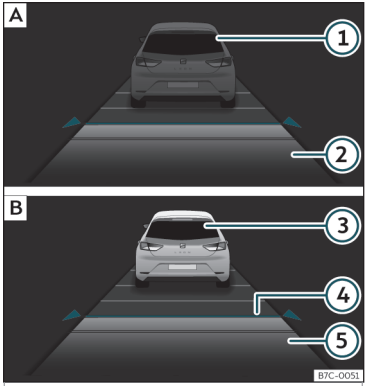
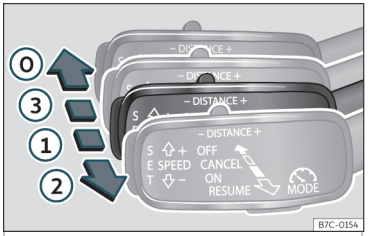
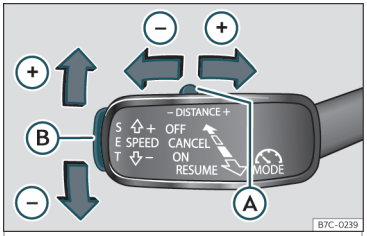

Fig. 215 En la pantalla del cuadro de instrumentos: A ACC inactivo (Standby). B ACC activo.
Fig. 217 A la izquierda de la columna de la dirección: tercera palanca para manejar el control adaptativo de velocidad.
Fig. 218 A la izquierda de la columna de la dirección: tercera palanca para manejar el control adaptativo de velocidad.
Indicaciones en la pantalla >>> **fig. 215**:
Cuando el ACC está conectado, en el cuadro de instrumentos se ilumina el testigo de control verde y en la pantalla se muestra la velocidad programada y el estado del ACC ››› **fig. 215**.
- Para activar el ACC mueva la tercera palanca a la posición **ON** ››› **fig. 217** ①. En este momento el ACC no está activo ni hay velocidad programada. »
• A continuación pulse la tecla **SET** ››› **fig. 218** Ⓑ o desplace la palanca a la posición **RESUME** ››› **fig. 217** ②. En este momento se activa el ACC, se programa la velocidad actual y la distancia. La imagen del cuadro pasará a modo *Activo* ››› **fig. 215** B.
• Para programar la velocidad desplace la tercera palanca hacia arriba ⊕ o abajo ⊖ hasta la velocidad deseada ››› **fig. 215** ⑥ . El ajuste de la velocidad se realiza en intervalos de 10 km/h (6 mph).
• En caso de que se desee incrementar la velocidad en intervalos de 1 km/h (0,6 mph), desplace la palanca hacia la posición **RESUME** ››› **fig. 217** ② o para disminuirla pulse la tecla **SET** ››› **fig. 218** Ⓑ.
• Para aumentar o reducir el nivel de distancia desplace la tecla Ⓐ hacia la derecha o la izquierda ››› **fig. 218**.
En la pantalla del cuadro de instrumentos se modifica el nivel de distancia seleccionado ››› **fig. 215** ④. Se puede seleccionar entre 5 niveles de distancia. CUPRA recomienda el nivel 3. La distancia programada puede modificarse con el vehículo detenido o durante la conducción ››› ⚠.
• Para desconectar el ACC mueva la palanca a la posición **OFF** (fija) ››› **fig. 217** Ⓞ. En ese momento aparece el texto **ACC desactivado** y la función queda completamente desactivada.